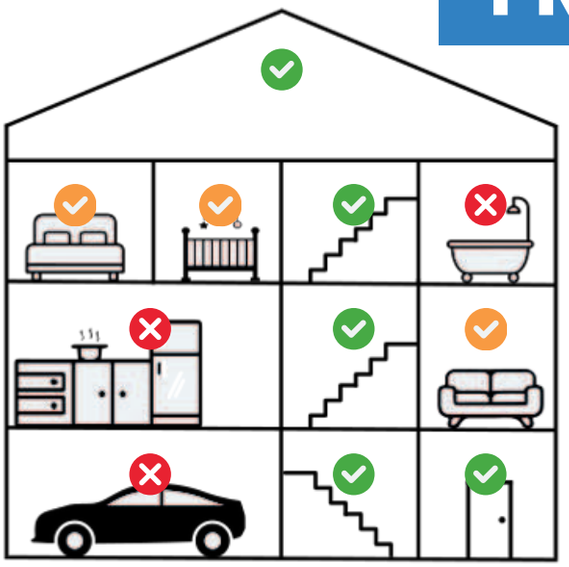

Figure 3 : Emplacements de montage recommandés
- Vérifiez les figures 3, 4 et 5 pour connaître les emplacements de montage corrects. La plupart des pays de l'UE exigent des détecteurs de fumée à tous les étages et le long des voies d'évacuation.